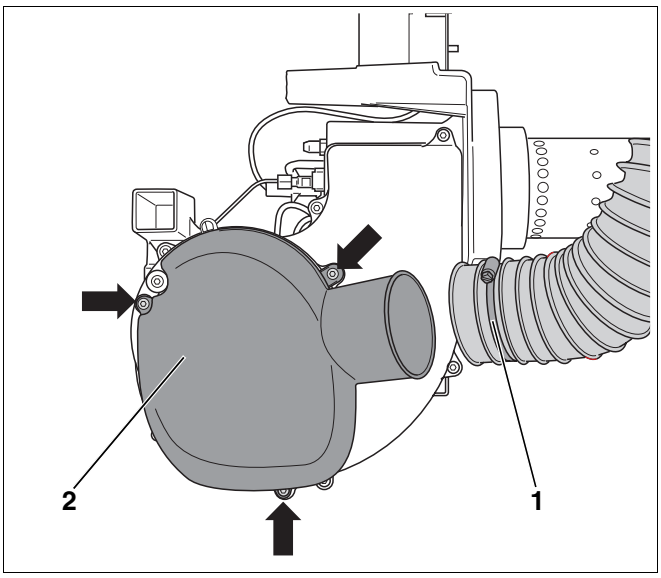
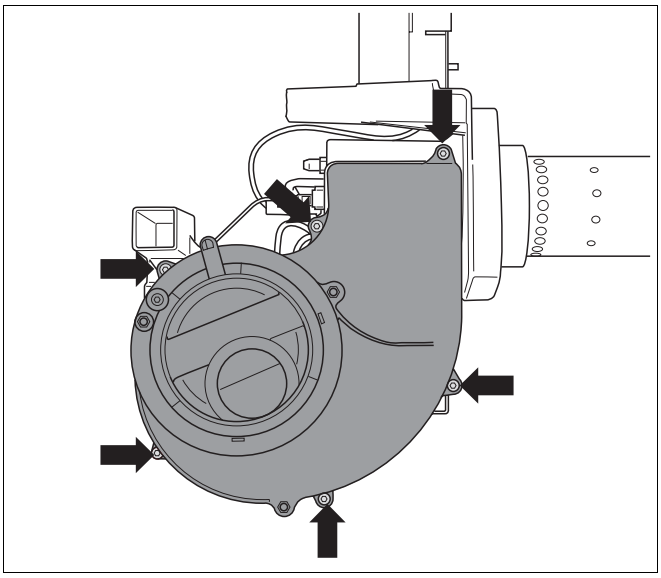

Abb. 29 Ansaugschalldämpfer demontieren
Abb. 30 Gebläseradabdeckung demontieren
- Spezialschlauchschelle (Abb. 29, **Pos. 1**) der Verbrennungsluftzufuhr für raumluftunabhängigen Betrieb lösen.
- Die Befestigungsschrauben (Abb. 29, **Pfeile**) lösen und den Ansaugschalldämpfer (Abb. 29, **Pos. 2**) abnehmen.
- Die sechs Befestigungsschrauben (Abb. 30, **Pfeile**) lösen und die Gebläseradabdeckung abnehmen.
- Gebläseradabdeckung (Abb. 30) und Ansaugschalldämpfer (Abb. 29, **Pos. 2**) wieder befestigen.
- Die Spezialschlauchschelle (Abb. 29, **Pos. 1**, Seite 30) lösen und Ansaugschlauch abziehen.